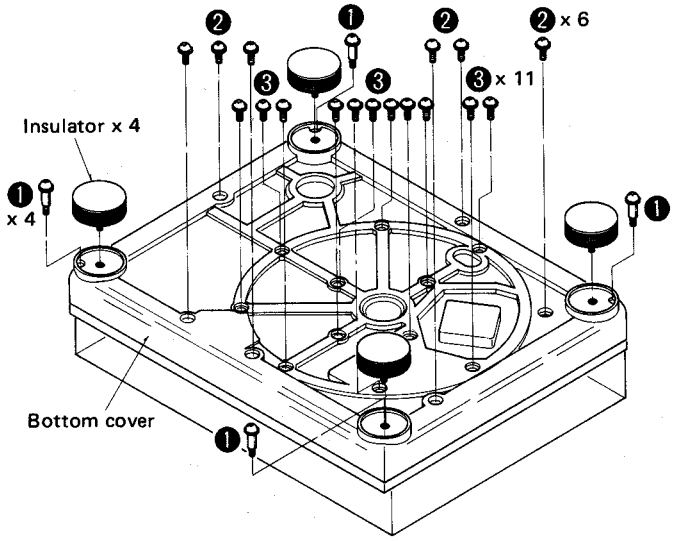

**Fig. 1**
3. Remove the insulators and the 21 setscrews **(Fig. 1 : ❶,❷,❸)** of the bottom cover.